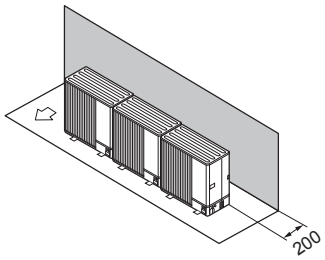

Fig. 1-13
① Obstacles at rear only (Fig. 1-13)